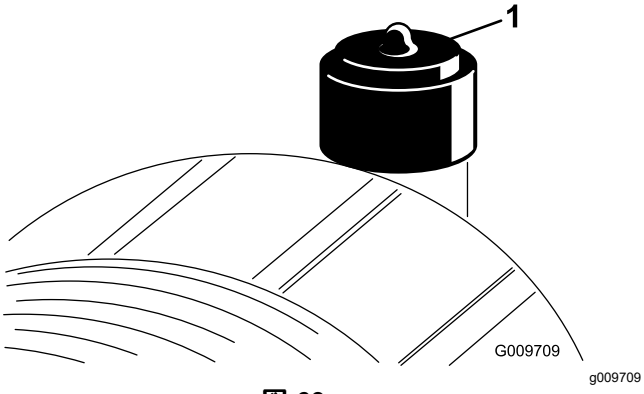

図 69
エアクリーナの整備はインジケータ図 69が赤色になってから行ってください。早めに整備を行っても意味がありません。むしろフィルタを外したときにエンジン内部に異物を入れてしまう危険が大きくなります。
6. インジケータ図 69が赤になっている場合はリセットする。